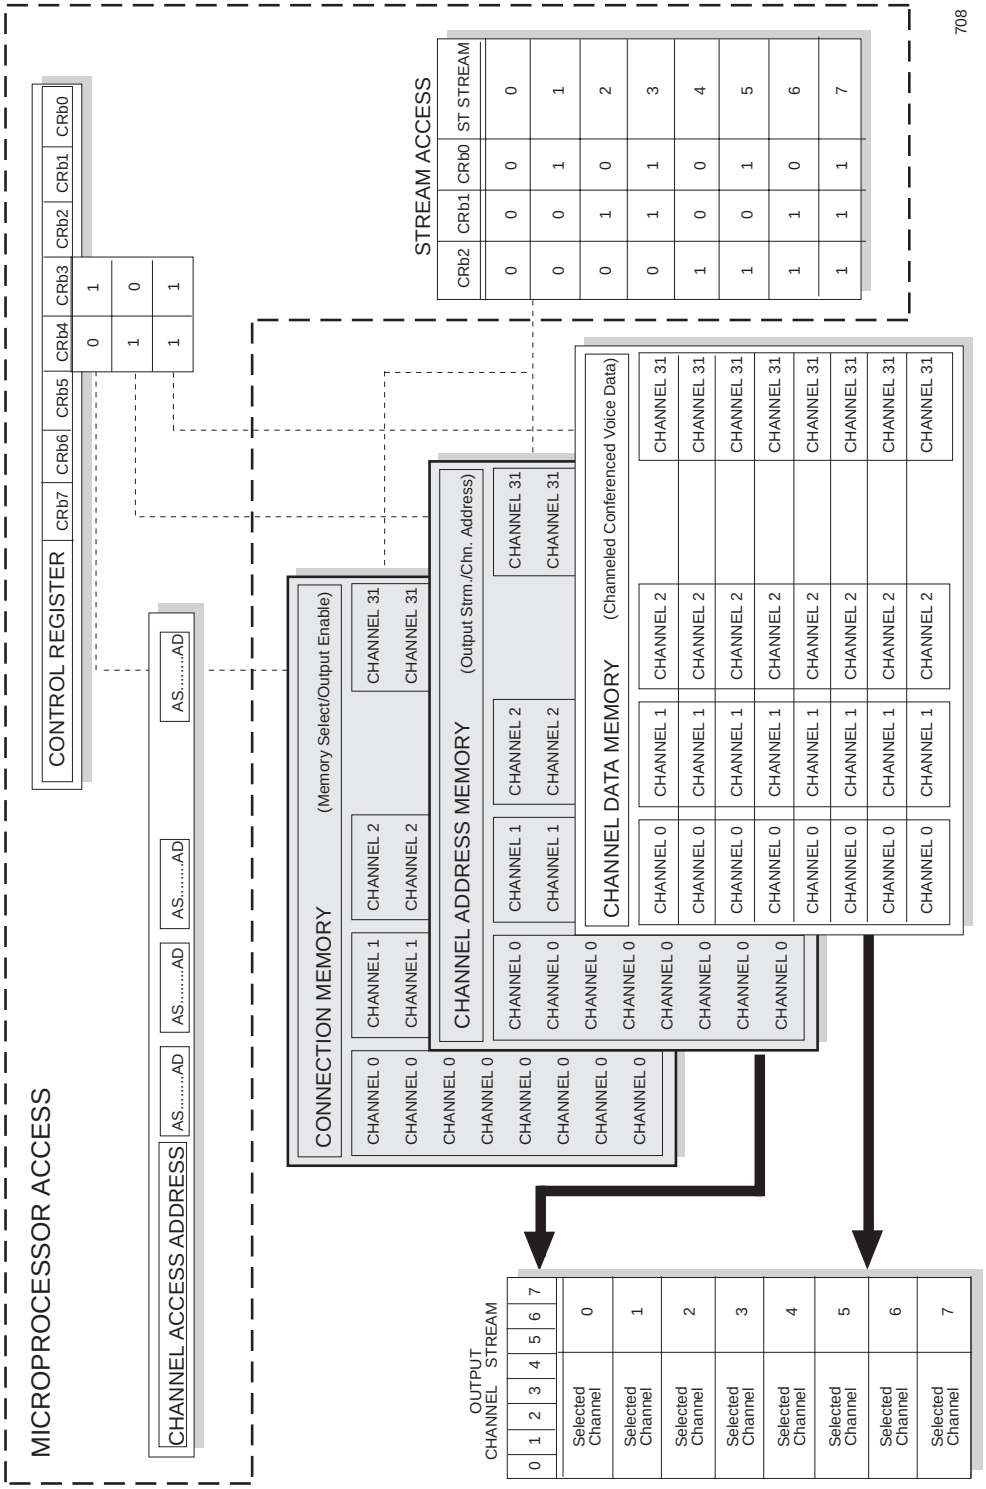

*Figure 4-8. Cross-Point Switch Simplified Diagram*
**Figure 4-8** is a simplified block diagram of the CPS showing the basic functional circuit blocks. Voice data is clocked through an internal channel data memory in a fixed sequence. The information from each channel in the conference is picked from this memory and routed to the required ST-bus output for the destination channel. This routing is based on the configuration information supplied by the microprocessor. Control information is written to the connection and channel address memories by the microprocessor via the control register and channel access address register. Both the connection and channel address memories are structured identically to the channel data memory. Thus, the information stored in each channel location in these memories corresponds to that stored in the same channel locations in the channel data memory.